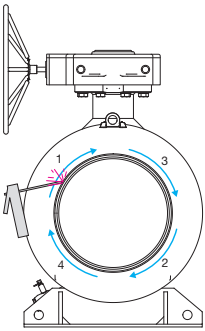

Rys. 5. Wykonywanie spoin.
- Następnie spawane są spoiny pomiędzy sczepami jak pokazano na rys. 5 i 6. Kolejność spawania: 1-2-3-4.